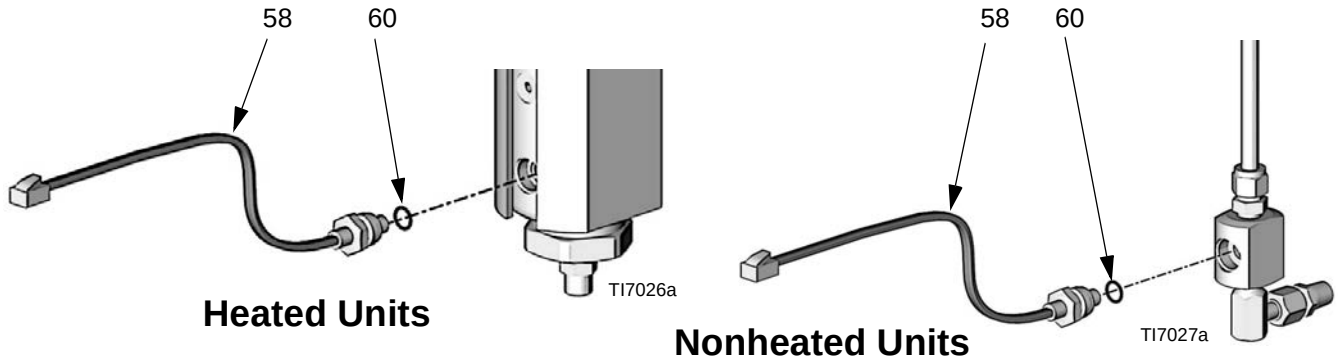

FIG. 13. Transducers
5. Install o-ring (60) on new transducer (58), FIG. 13.